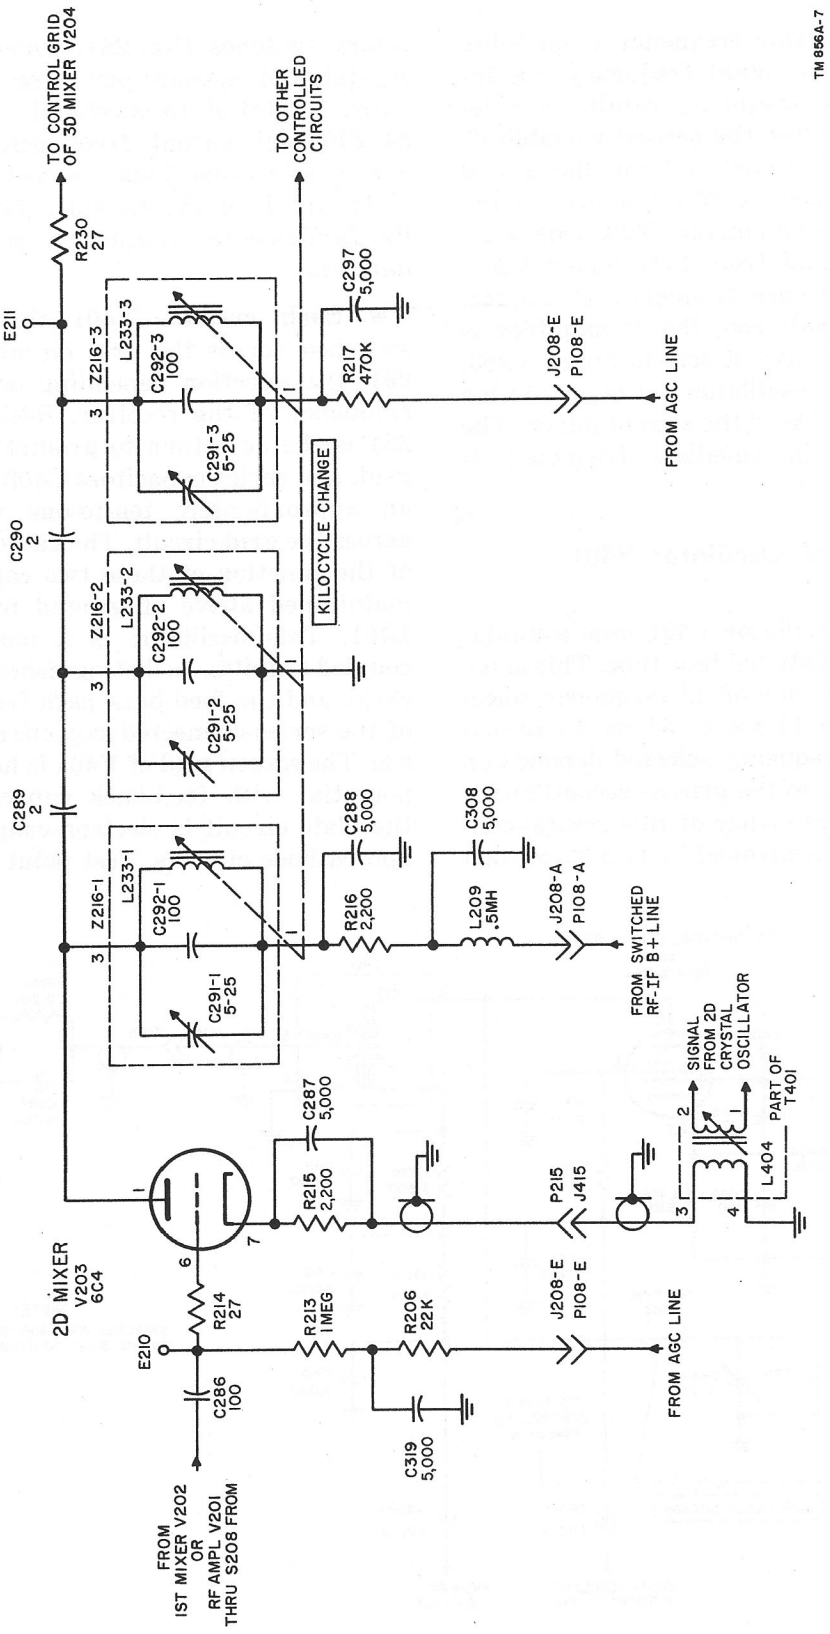

Figure 24. Second mixer V203, schematic diagram.
(fig. 24)
a. Ground return and agc bias for the grid of V204 is fed through tuned circuit Z216-3 of the second mixer stage (fig. 24). Resistor R230 is the grid circuit parasitic suppressor and E211 is a test point on the top of the rf subchassis for testing and alignment. The cathode of V204 is fed with variable-frequency oscillator signals through the secondary winding of T701 in tuned circuit Z702, through coaxial cable, miniature connectors P717 and J217, coaxial cable, and the cathode-biasing resistor and bypass combination of R218 and C298. Plate voltage for the circuit is furnished from the switched rf-if B+ line through connectors P108-A and J208-A, rf filter choke L209, voltage-dropping and decoupling network R219 and capacitors C308 and C307 and primary coil L234 of T208.